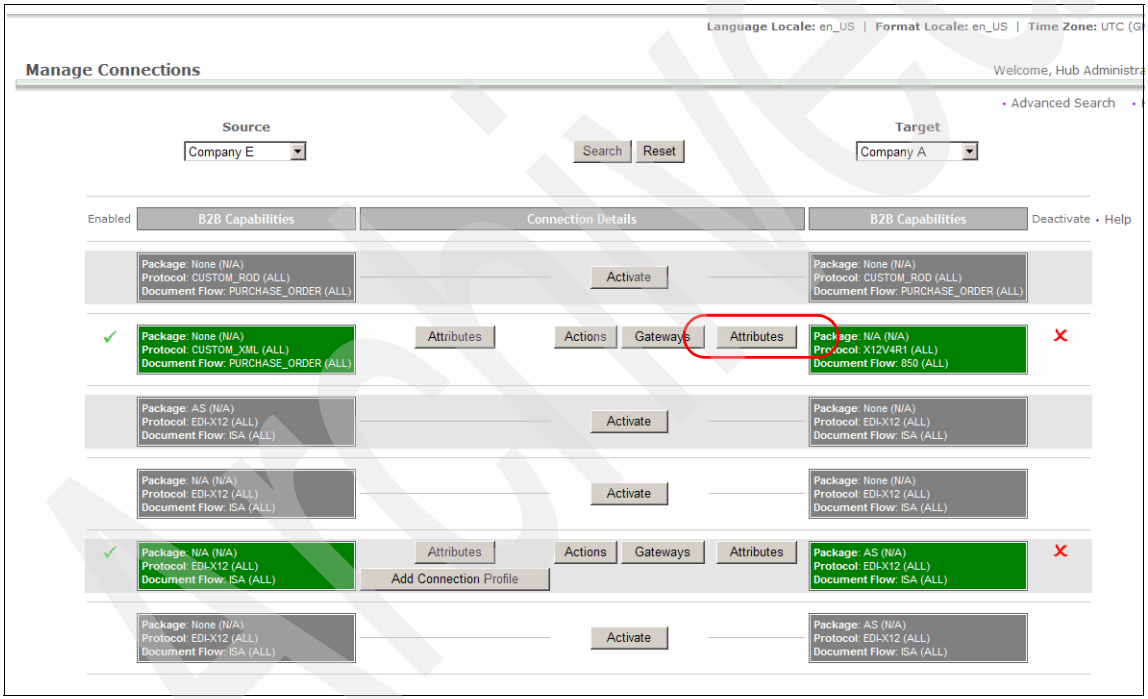

Figure 19-29 Selecting the Target side attributes
1. Select **Attributes** on the Target side for the participant connection from None/CUSTOM_XML/PURCHASE_ORDER to N/A/X12V4R1/850 (Figure 19-29).